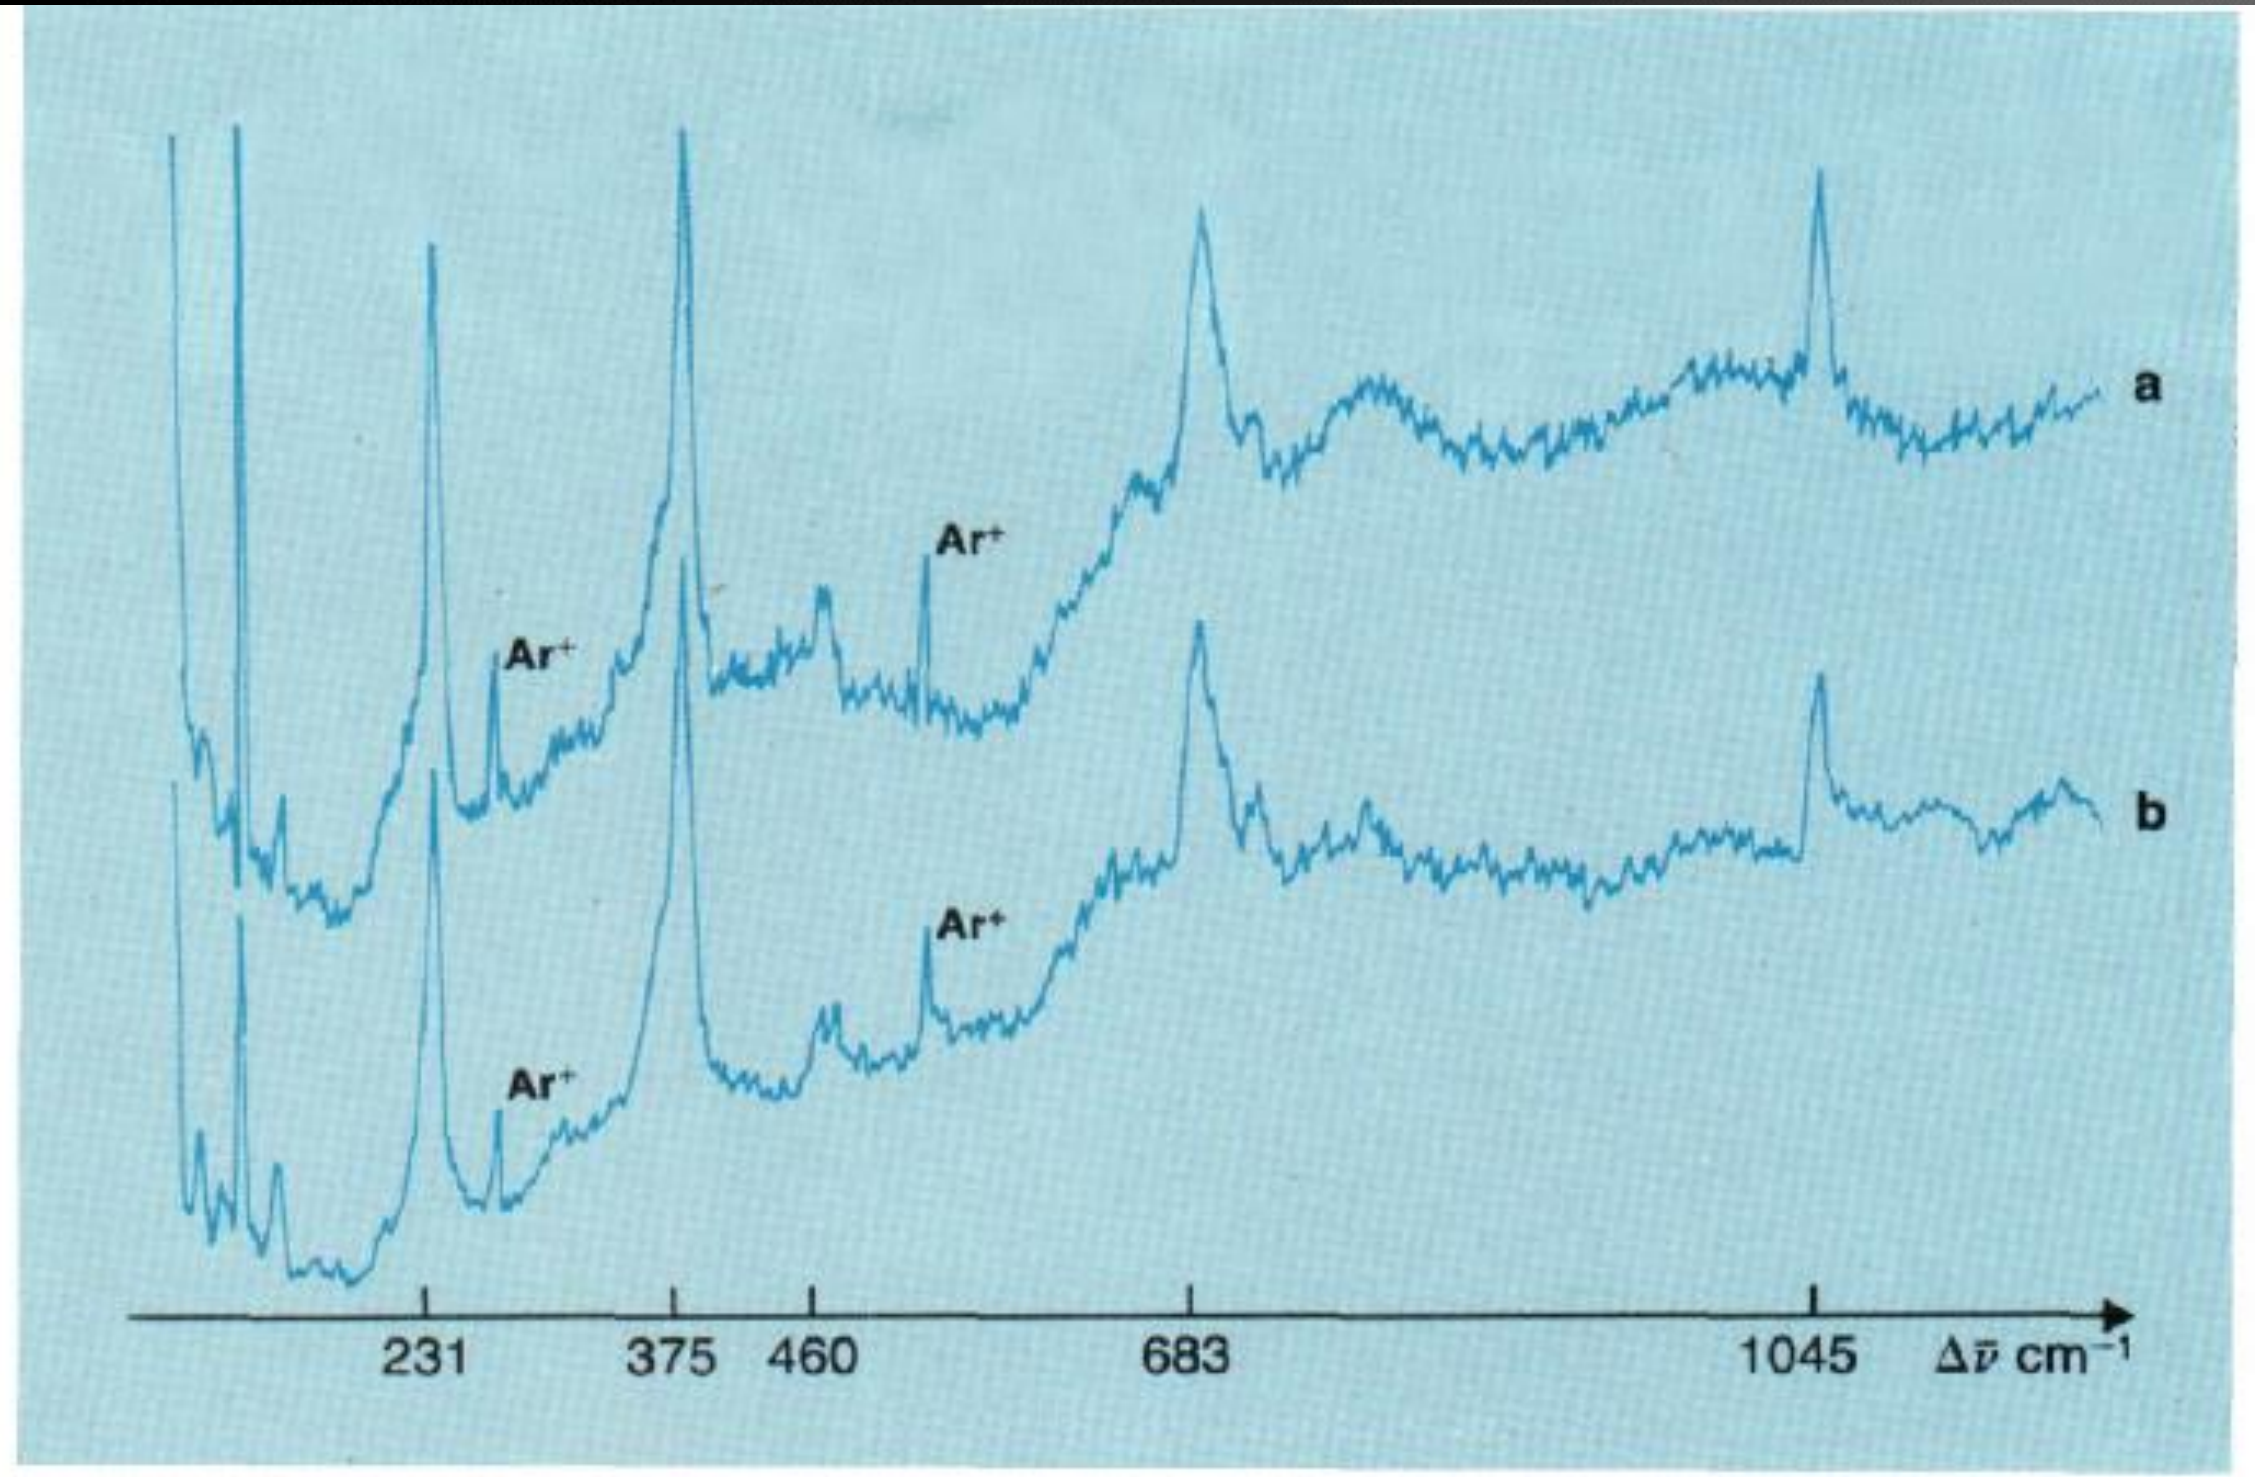

Figure 7. Raman spectra obtained from a) precious Chinese vase, b) specimen of serpentine
Figure 7. SER spectra of (a) pastel stick no. 7 and (b) sample no. 10 “fleshtone in face” from Mary Cassatt’s “Sketch of Margaret Sloane, Looking Right” (multiplied by 10 for ease of comparison). Peaks which are characteristic for the unidentified red pigment, which also appears in pastel stick no. 7, are labeled. Peaks due to lead white (LW) and chrome yellow-orange (C Y-O) are also labeled.